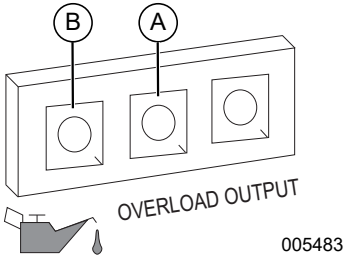

Figura 3-3. Fallo de apagado
NOTA IMPORTANTE: No sobrecargue el generador ni las tomas de corriente individuales del panel. Consulte la *Figura 3-3*. Si se produce una sobrecarga, el LED de sobrecarga (A) se iluminará y la salida de CA se detendrá. Para corregir este problema, consulte *Luces de estado del generador*. Lea la sección *Conozca los límites del generador* detenidamente.
El motor está equipado con un sensor de nivel de aceite bajo que apaga el motor automáticamente cuando el nivel de aceite cae por debajo de un nivel especificado para evitar que el motor se dañe. Consulte la *Figura 3-3* (B). El motor no funcionará hasta que se añada aceite hasta el nivel adecuado.